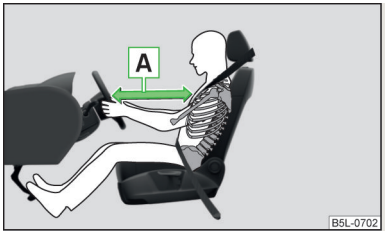

Fig. 8
- È importante che il conducente e il passeggero mantengano una distanza di almeno 25 cm rispettivamente dal volante e dalla plancia » fig. 8 - A. Se non si rispetta questa distanza, il sistema airbag non può proteggere - pericolo di morte! Inoltre, i sedili anteriori devono sempre essere regolati in funzione della statura degli occupanti.